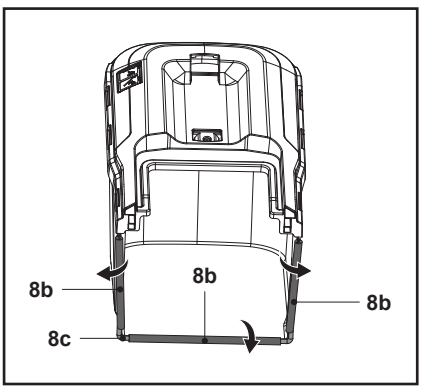

Fig. 5
1. Encaixe os três grampos de borracha (8b) na barra de suporte (8c) do recipiente de recolha de relva (8) (Fig. 5).